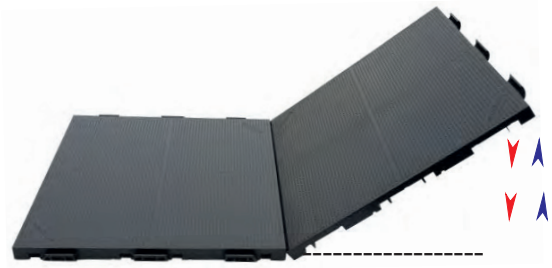

Abbildung 2
3. Zur Montage und Demontage werden die Platten an der Hakenseite angehoben und drehen sich hierbei automatisch aus der Verankerung (Siehe Abbildung 2)